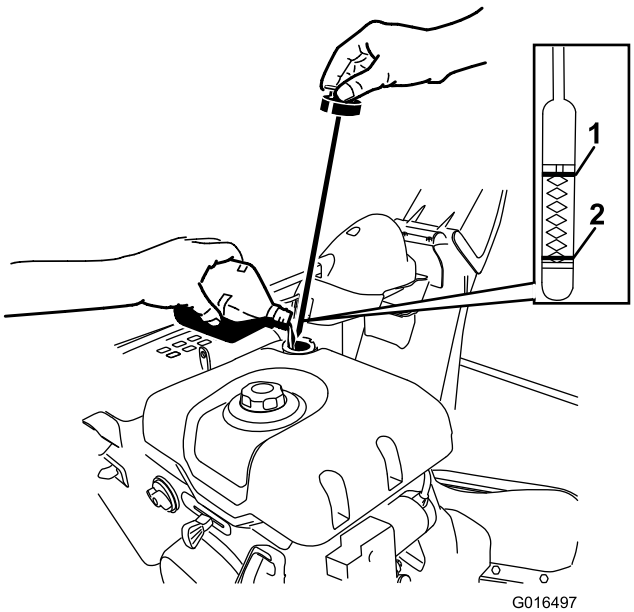

Figur 19
1. Fjern peilestaven ved å rotere lokket mot urviseren, og hell olje **sakte** inn i oljepåfyllingsrøret for å heve oljenivået til Full-merket på peilestaven. **Ikke fyll på for mye.** (Figur 19).